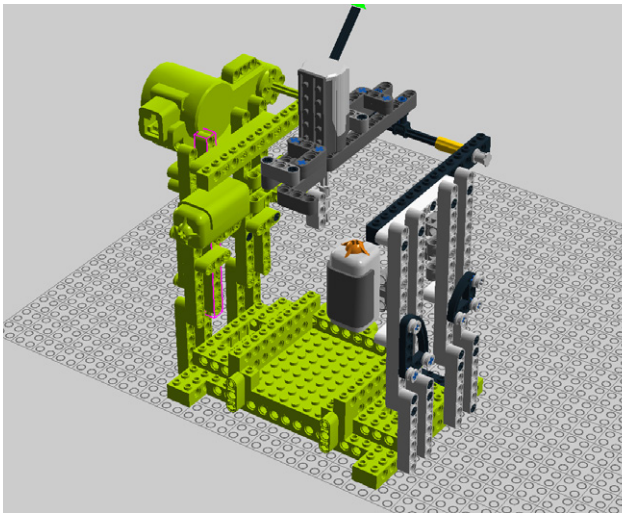

Figure 5-66. *Step 59: Combining the parts so far*
59. Connect the right wall and mixing arm to the left wall and base as shown in Figure 5-66.